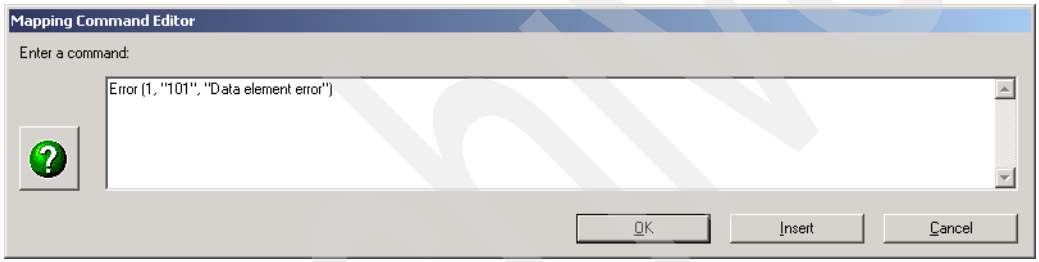

Figure 18-49 Mapping command
19. Your mapping command should appear as shown in Figure 18-49. Click **OK** to complete the mapping command.